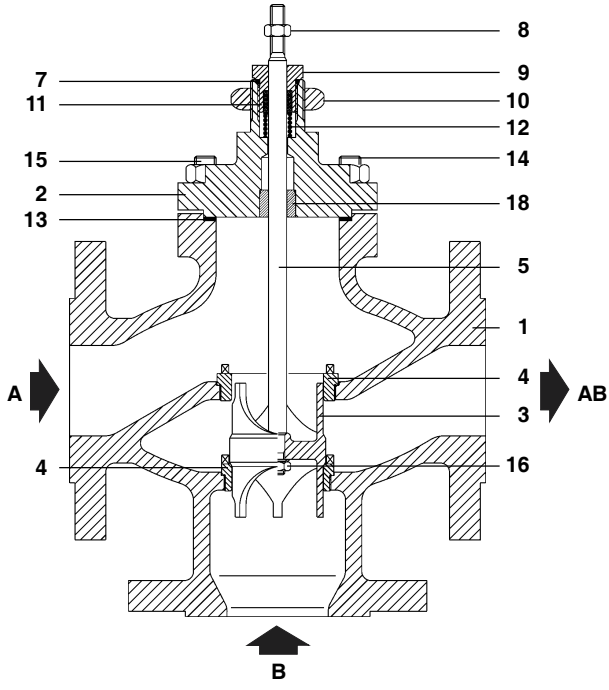

图1 . 混流阀
4.2.1 更换V型PTFE阀杆密封的步骤(参考图1，2和4)
4.2.2 更换石墨填料的步骤（参考图1，2和5）